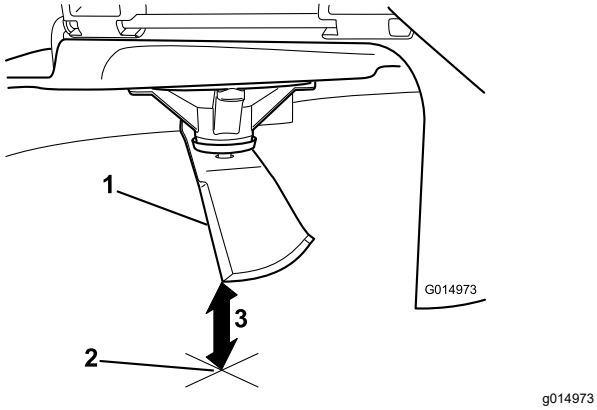

Figuur 62
5. Meet de afstand tussen het uiteinde van het mes en de vlakke ondergrond (Figuur 62).